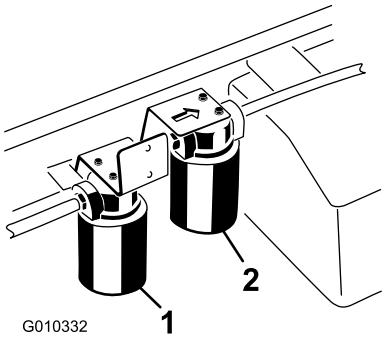

Figur 74
2. Rengjør området rundt der filteret skal festes. Plasser et tappefat under filteret, og ta ut filteret (Figur 74).
1. Rengjør området rundt filteret for høy strømning skal festes (Figur 74). Plasser et tappefat under filteret, og ta ut filteret.